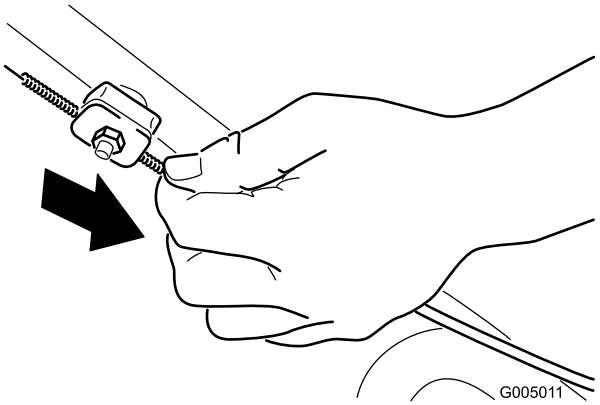

Figura 28
2. Tire hacia abajo de la cubierta del cable (hacia el cortacésped) hasta eliminar la holgura en el cable (Figura 28).